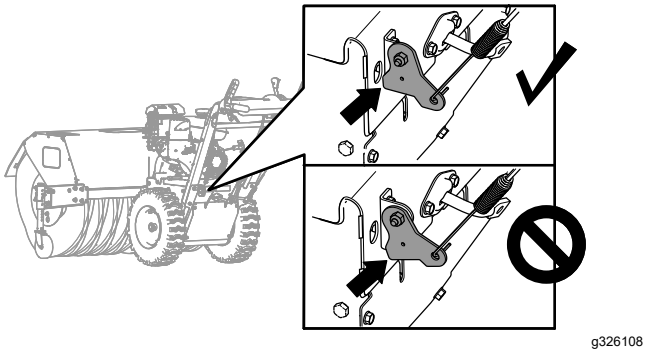

Figuur 33
2. Controleer de tussenruimte tussen de onderkant van de kabelbeugel en de bovenplaat van de machine (Figuur 33).